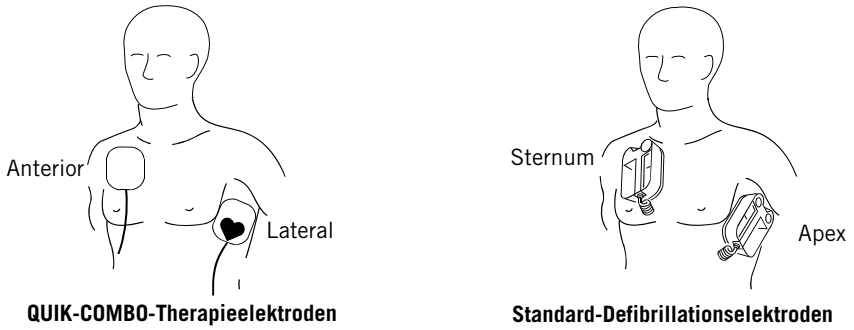

Abbildung 5-1 Anterior-laterale Platzierung
1. Entweder die ♥-Therapieelektrode oder die **APEX**-Defibrillationselektrode lateral zur linken Brustwarze des Patienten in der mittleren Axillarlinie anlegen. Der Mittelpunkt der Elektrode sollte möglichst genau in der mittleren Axillarlinie liegen. Siehe Abbildung 5-1.
2. Die zweite Therapieelektrode oder die **STERNUM**-Defibrillationselektrode wie in Abbildung 5-1 gezeigt lateral zum Brustbein und unterhalb des Schlüsselbeins rechts oben am Oberkörper des Patienten anlegen.